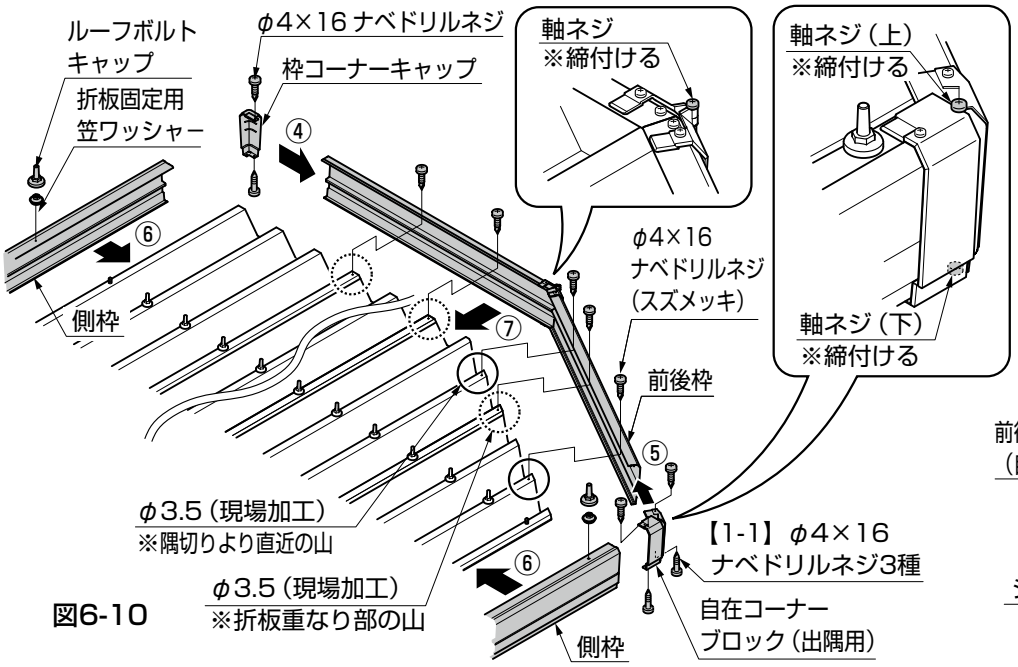

図6-10
④本体の枠コーナーキャップを前後枠に本体に同梱の「φ4×16ナベドリルネジ」で取付けてください。（図6-10参照）
⑤自在コーナーブロック（出隅用）を前後枠に【1-1】で取付けてください。（図6-10参照）
⑥側枠をタイトフレームに「折板固定用笠ワッシャー」、「ルーフボルトキャップ」で折板に取付けてください。（図6-10参照）
⑦前後枠を隅切り直近の山および折板の重なり部に本体同梱の「φ4×16ナベドリルネジ（スズメッキ）」で、取付けてください。（図6-10参照）
⑧自在コーナーブロック（出隅用）とコーナーブロック（隅切り）の軸ネジ（上・下）を締め付けてください。（図6-10参照）